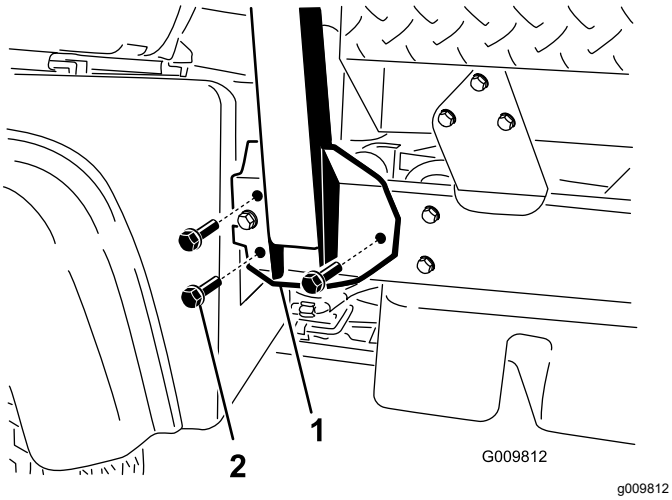

**Figur 4**
2. Rikta in störtbågens samtliga sidor mot monteringshålen på maskinramens bägge sidor (Figur 4).
3. Fäst störtbågens monteringsfäste på maskinramen med tre flänsskruvar (½ x 1¼ tum) på varje sida (Figur 4).